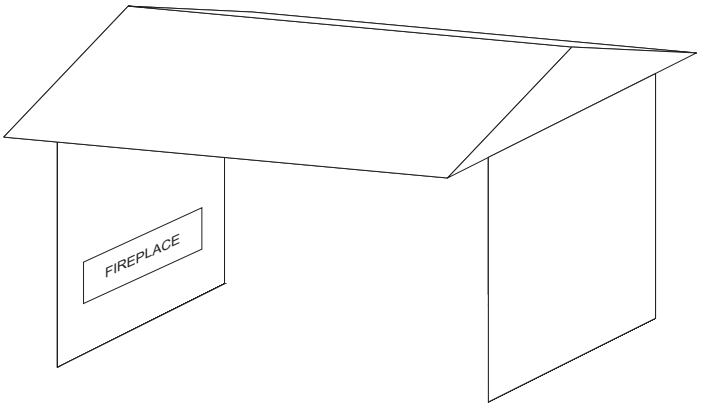

Figure 6
- Within a partial enclosure which includes an overhead cover and no more than two side walls. These side walls may be parallel, as in a breezeway or at right angles to each side. **See Figure 6.**